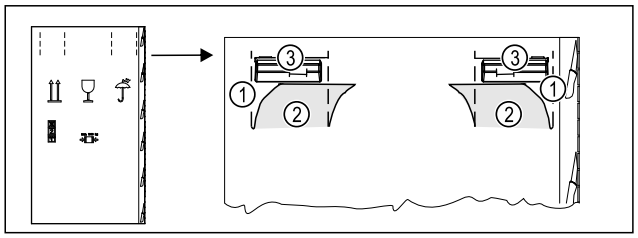

Fig. 5
- ▶ Tryk emballagepappet ind foroven langs *Fig. 5 (1)* perforeringen.
- ▶ Træk de indtrykkede lasker *Fig. 5 (2)* ud.
- ▷ Bærehåndtaget *Fig. 5 (3)* til højre og venstre er synligt.
- ▶ Hold enheden i bærehåndtagene. *Fig. 5 (3)*